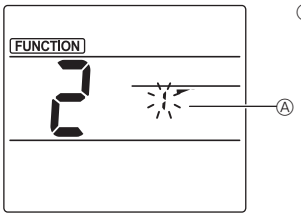

Fig. 2
② Seleccione el número de deflector (Fig. 2)